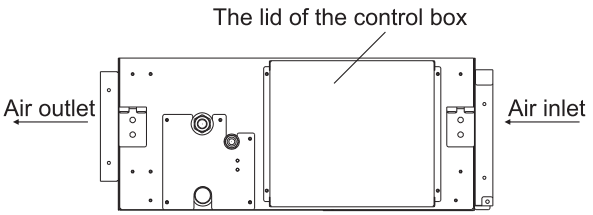

Fig.6.1 Remove the screws on the control box
- When clamping the wiring, use the included clamping material as shown in the Fig.6.1 to prevent external pressure being exerted on the wiring connections and clamp firmly.
(1) As shown in Fig. 6.1, remove the screws on the control box.
(2) Connect the power cord and ground wire to the main terminal.
(3) Connect the remote control wire to the subsidiary terminal box.
(4) Connect the power supply of the indoor and outdoor units to the main terminal.
(5) Tie the wire in the control box with the clamp tightly.
(6) After completing the wiring, seal the wiring hole with the sealing material (with the lid) to prevent the condensation and insects entering the control box.